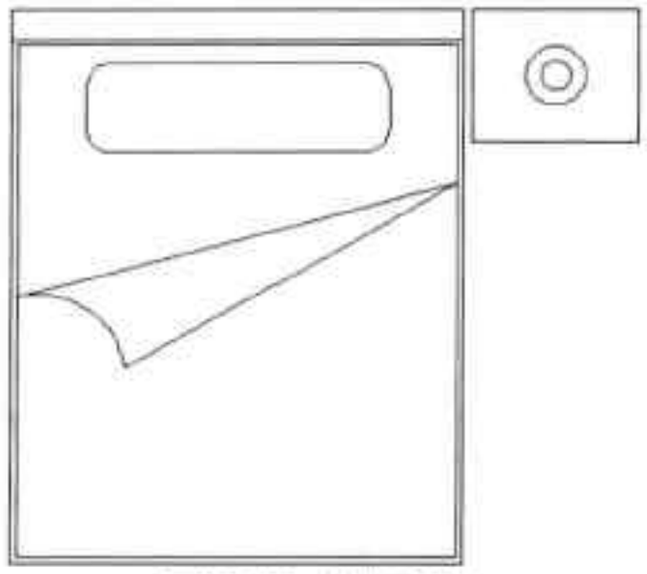

图7-75 绘制圆形
Step09 执行“圆”命令，绘制半径为100和半径为50的两个圆，放置在床头柜上合适位置，结果如图7-75所示。